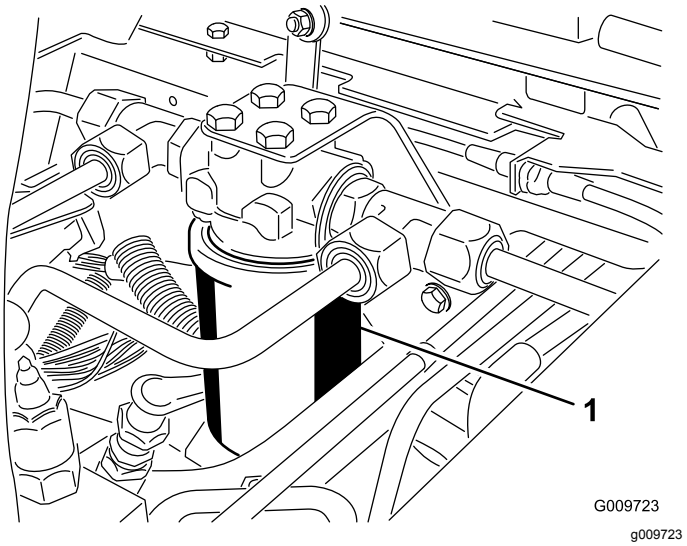
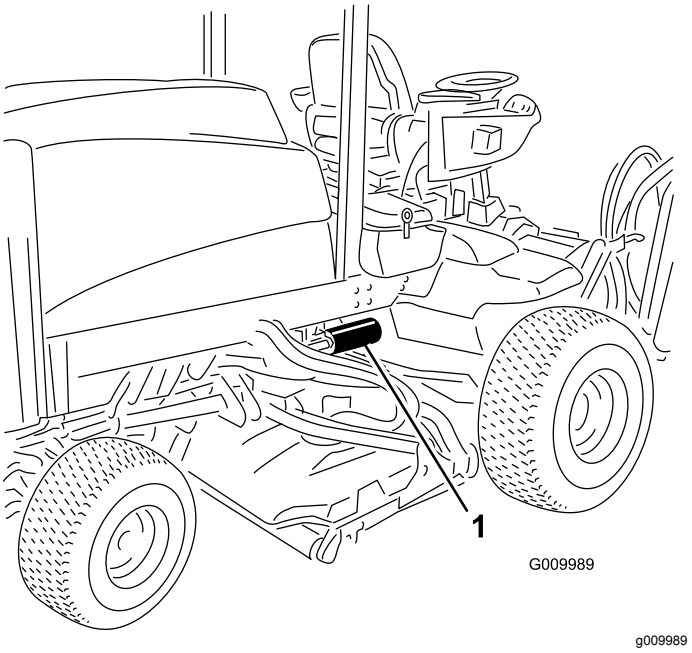

**Figur 76**
**Figur 77**
2. Rengør det område, hvor filteret monteres. Anbring en drænbakke under filteret, og afmonter filteret (Figur 76 og Figur 77).